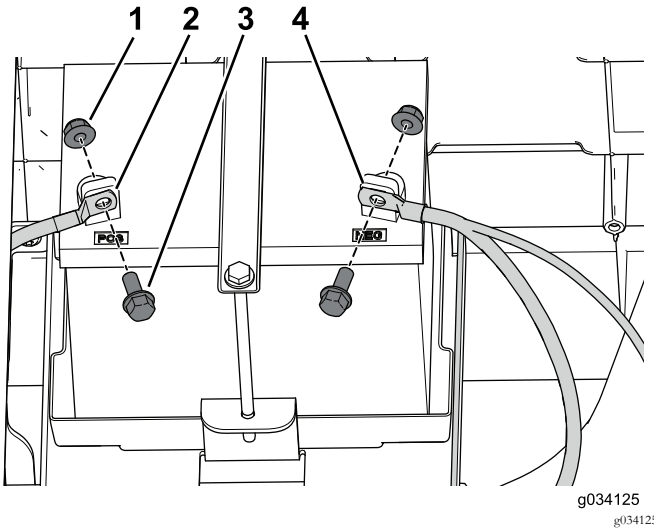

Figur 48
1. Bruk bolten og mutteren til å feste den positive (+) batterikabelen til batteriklemmen (Figur 48).
2. Bruk bolten og mutteren til å feste den negative (–) batterikabelen til batteriklemmen (Figur 48).